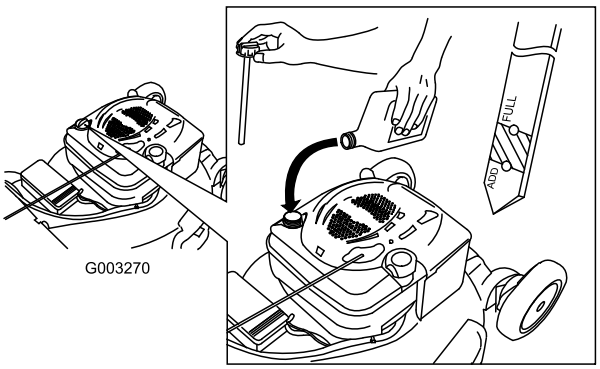

Figur 36
12. Ta ut oljestickan och läs av oljenivån, se Figur 36.